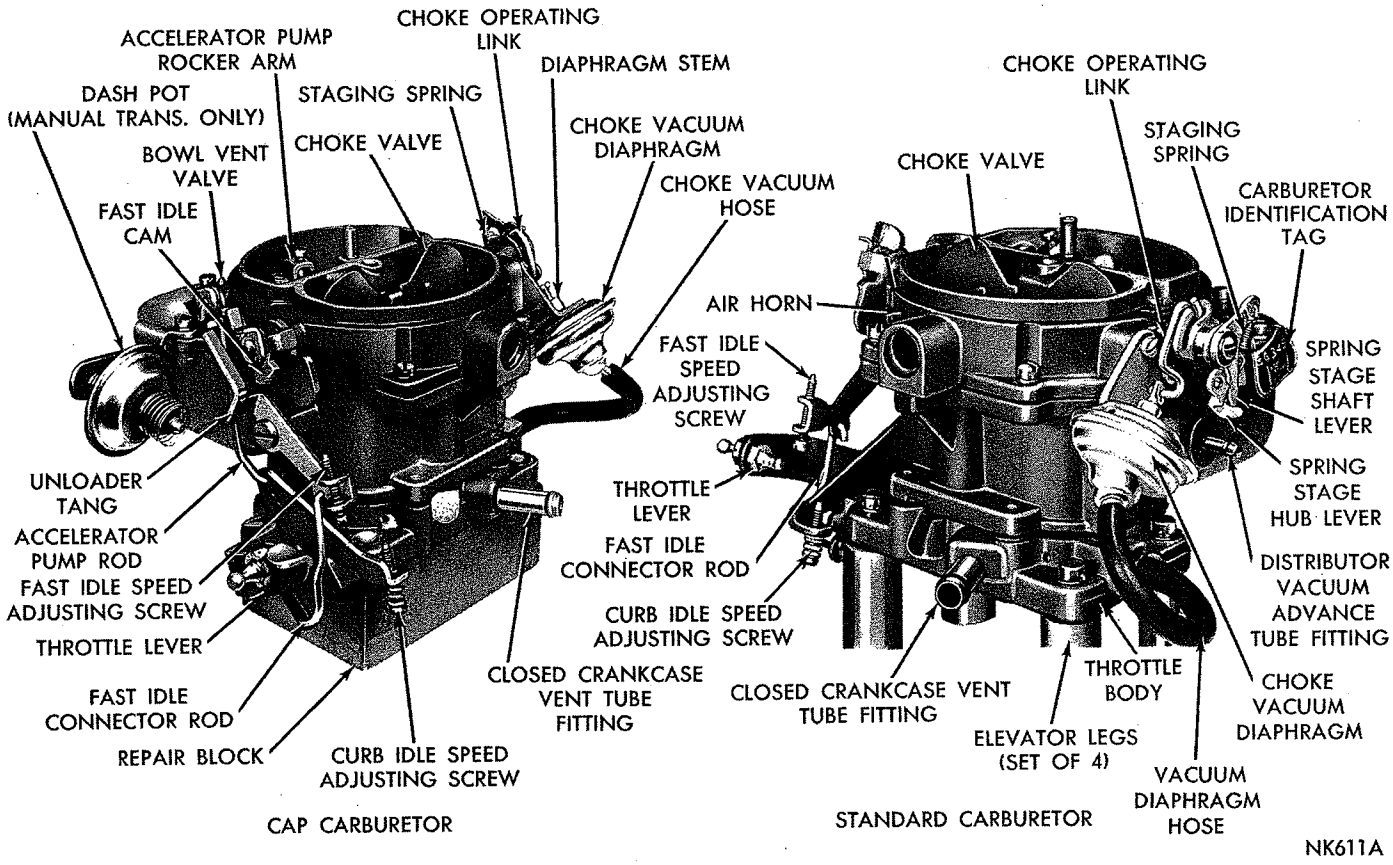

***Fig. 1—Carburetor Assembly (Standard) BBD-4125S and (CAP—Cleaner Air Package) BBD-4126S***
To disassemble the carburetor for cleaning or overhauling, refer to (Fig. 1), then proceed as follows:
(4) Remove vacuum hose between the carburetor throttle body fitting and vacuum diaphragm.
(5) Remove clip from choke operating link and disengage link from diaphragm plunger and choke lever. Refer to (Fig. 1).
(6) Remove vacuum diaphragm and bracket assembly and place to one side, to be cleaned as a special item. **A liquid cleaner may damage the diaphragm material.**
(7) Remove air horn retaining screws and lift air horn straight up and away from main body. Discard gasket (2 screws recessed). Remove dash pot (if so equipped.)
(8) Disengage accelerator pump plunger from accelerator pump arm by pushing up on bottom of plunger and sliding plunger shaft off hook. Slide plunger out of air horn and remove the compression spring and seat.